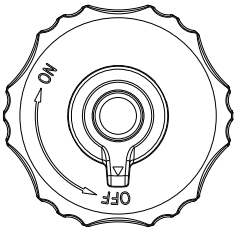

Figure 2-9.Fuel Cap
3. Clean area around fuel cap and turn vent on fuel cap to ON. See *Figure 2-9*.